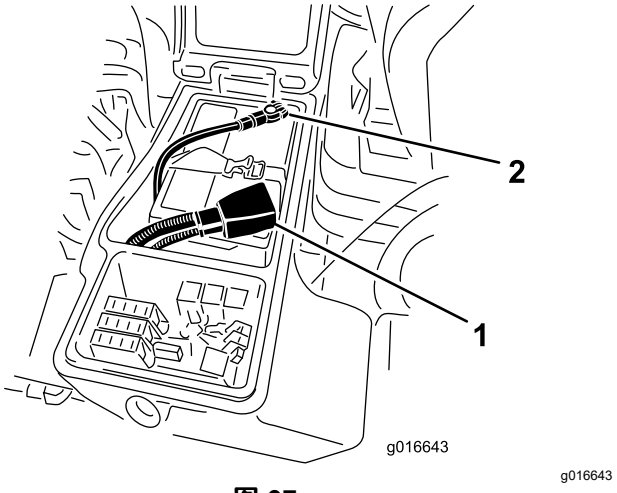

图 97
6. 将正极红色接线连接到正极 (+) 电池端子负极黑色接线连接到负极 (–) 电池端子 (图 97)。